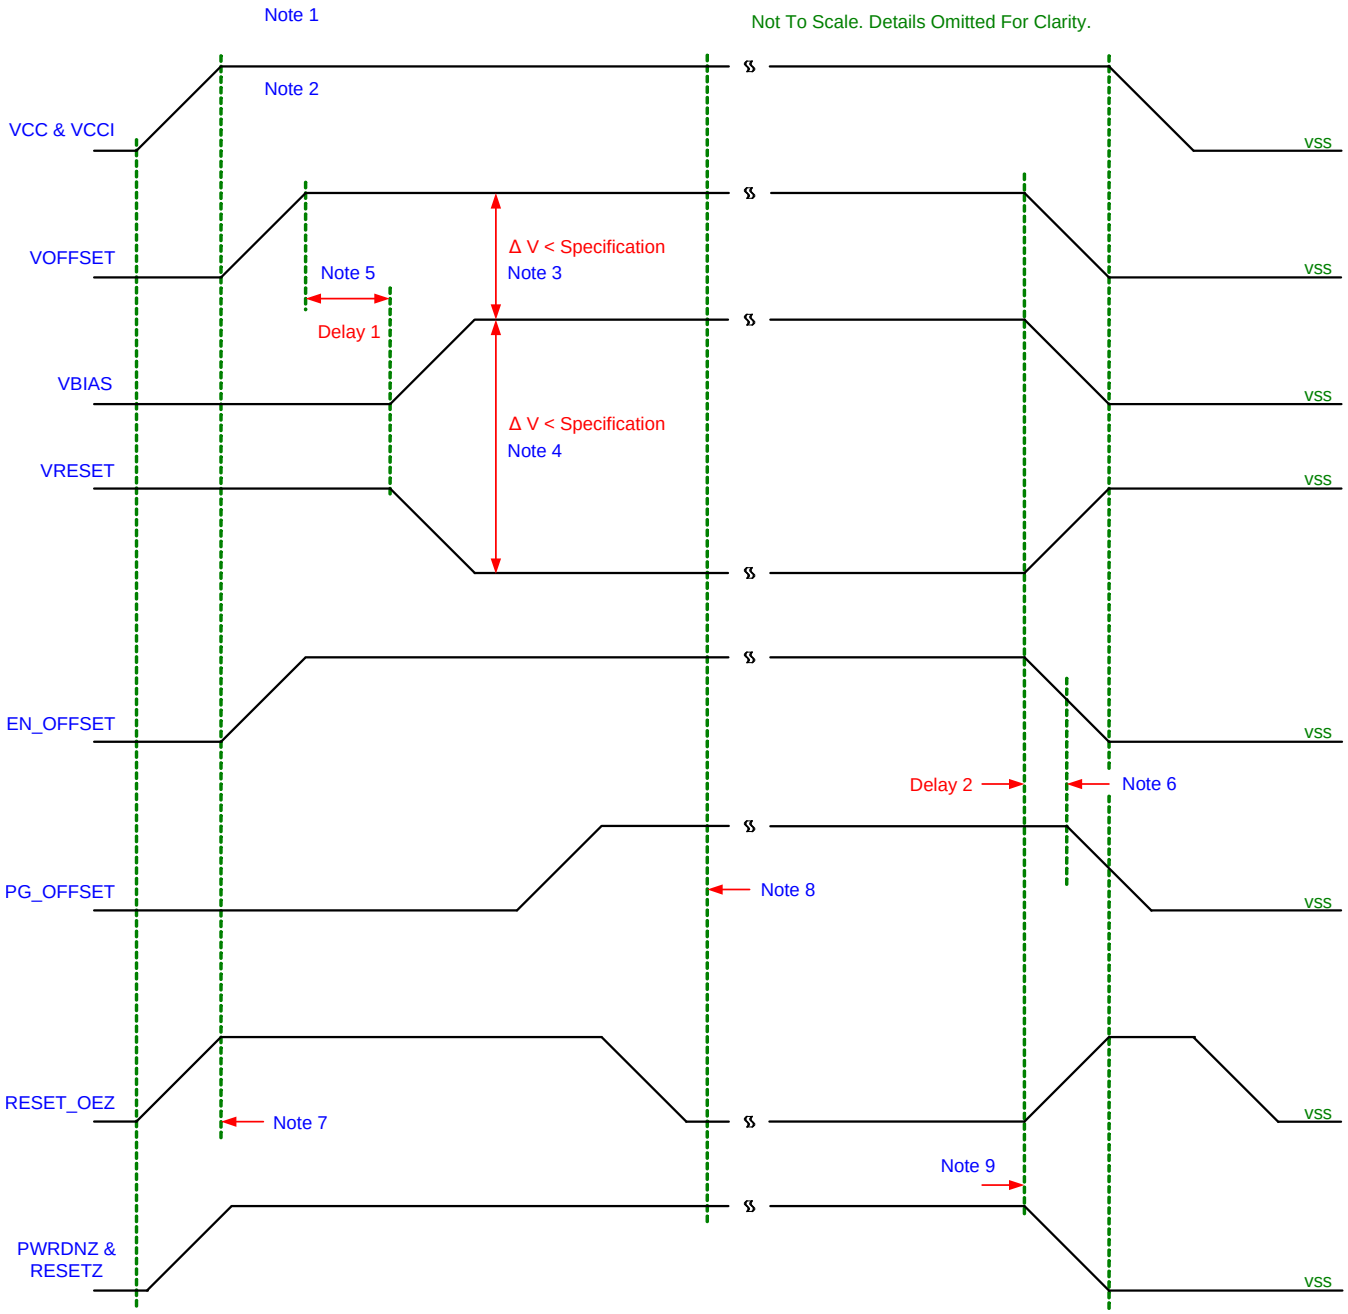

Figure 14. DMD Power Supply Requirements
CAUTION: For reliable operation of the DMD, the following power supply sequencing requirements must be followed. Failure to adhere to any of the prescribed power-up and power-down requirements may affect device reliability. See Figure 14 DMD Power Supply Sequencing Requirements.
- Power supply slew rates during power-up are flexible, provided that the transient voltage levels follow the requirements specified in *Absolute Maximum Ratings*, in *Recommended Operating Conditions*, and in Figure 14.
- Power supply slew rates during power-down are flexible, provided that the transient voltage levels follow the requirements specified in *Absolute Maximum Ratings*, in *Recommended Operating Conditions*, and in Figure 14.